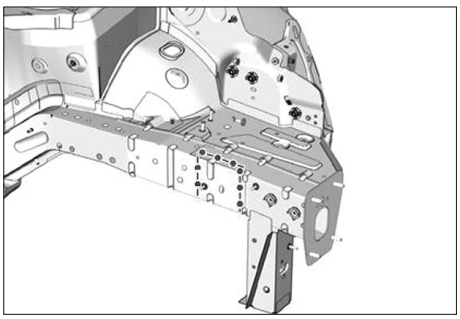

**FIG. 16**
• Préparer les bords d'accostage et les protéger par un apprêt soudable **(Fig.16)**.